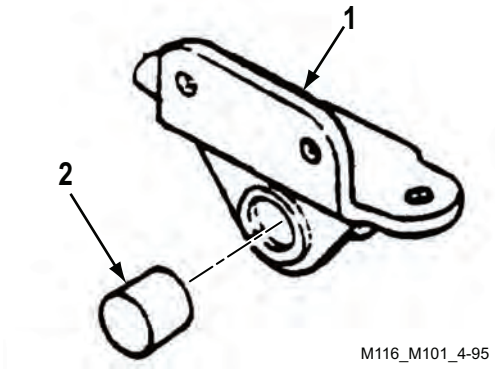

Figure 4. Bushing Removal.
6. Remove bushing (Figure 4, Item 2) from rear spring hanger (Figure 4, Item 1).